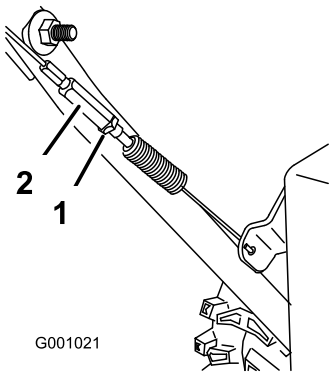

Figur 45
3. Stram låsemutteren (Figur 45).